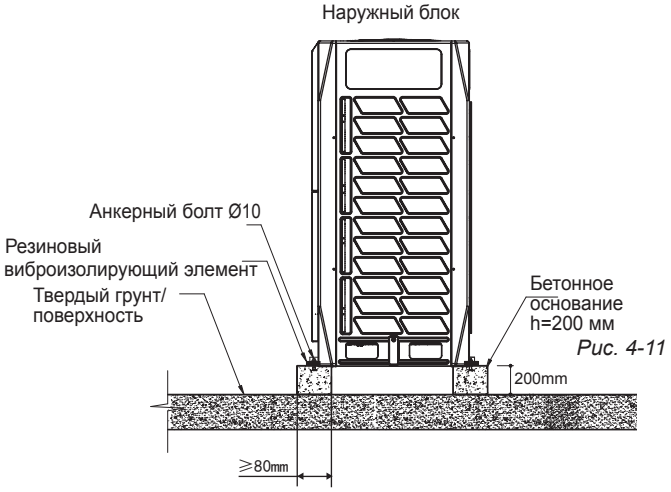

Рис. 4-11
- Типовая конструкция бетонного основания показана на рис. 4-11. Типовое соотношение для бетонной смеси: одна часть цемента, две части песка и четыре части щебня со стальным арматурным прутком Ø10 мм. Край основания должен быть со скосом.